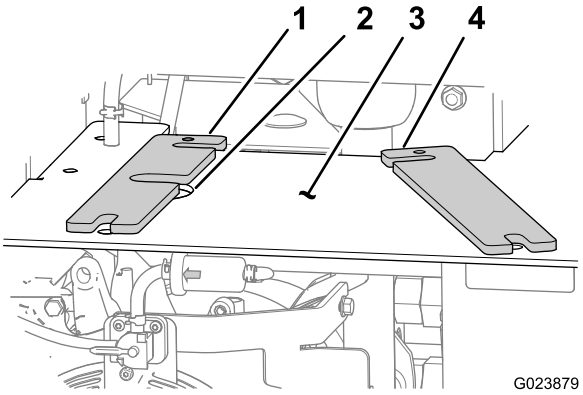

Figure 8
Remarque: Pour le modèle **Toro** nº 68038 – nº de série 313000101–313000240 et le modèle nº 68038G – nº de série 313000101–313000200, conservez les entretoises en vue de la pose du nouveau réservoir de carburant du kit d'entretien de réservoir de carburant (Figure 8).
1. Essuyez la surface des entretoises (Figure 8).
2. Alignez les fentes des entretoises sur les trous de montage du réservoir de carburant dans la plaque de support du réservoir (Figure 8).